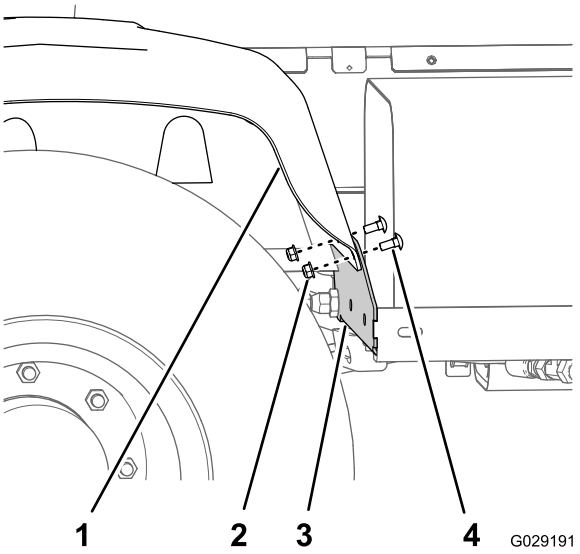

Figur 4
1. Ta bort de två vagnskruvarna och de två flänslåsmuttrarna som fäster den högra bakre stänkskärmen på den främre stänkskärmens fäste (Figur 4).